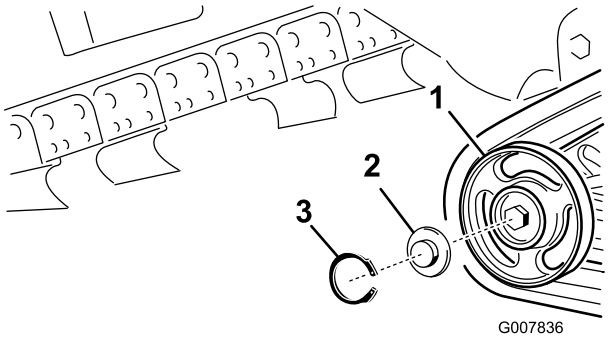

Bild 51
2. Nehmen Sie den Sprengring und die Kappe vom Straßenrad ab (Bild 51).
3. Prüfen Sie das Schmiermittel unter der Kappe und um die Dichtung (Bild 51). Wenn es schmutzig, körnig oder verbraucht ist, entfernen Sie das gesamte Schmiermittel, wechseln Sie die Dichtung aus und fügen Sie neues Schmiermittel hinzu.
5. Setzen Sie die eingefettete Straßenradkappe auf den Schraubenkopf (Bild 51).
6. Befestigen Sie die Straßenradkappe mit dem Sprengring (Bild 51).